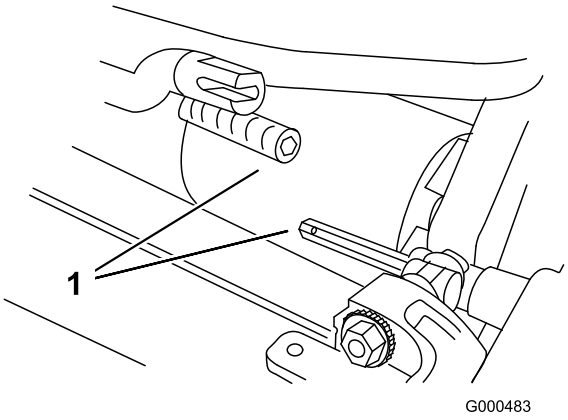

Figur 4
3. Skyv klippeenheten under trekkenheten og så til venstre for å aktivere drivverkskoblingen (Figur 4).